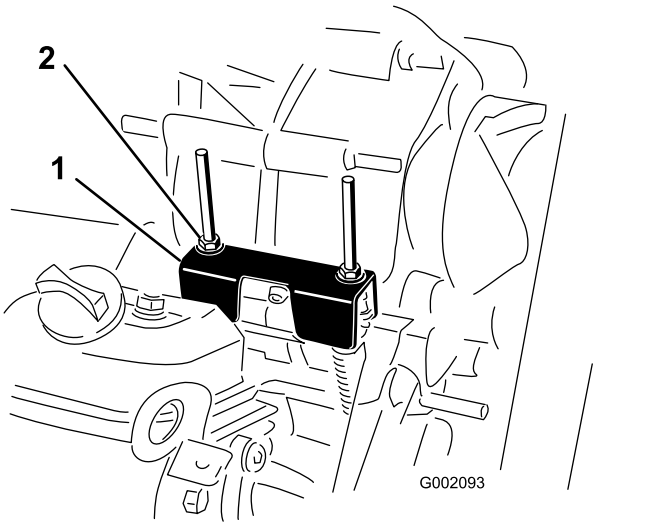

Figur 59
Når der udføres rutinemæssig vedligeholdelse og/eller motordiagnostik, skal transakslen sættes i NEUTRAL (Figur 59). Maskinen har en NEUTRAL position på skiftegrebet, som styrer den neutrale position i transakslen. Følgende skridt bør tages for at sikre, at det neutrale skiftegreb betjener den neutrale position i transakslen korrekt:
2. Sørg for, at den neutrale konsol er i positionen NEUTRAL (i niveau med kabelmonteringskonsollen under skiftkonsollen) ved at dreje den drevne kobling (Figur 59).
3. Drej en af låsemøtrikkerne (Figur 59) for at få en afstand på 0,762 til 1,524 mm mellem bunden af møtrikken/spændeskiven og den neutrale konsol.